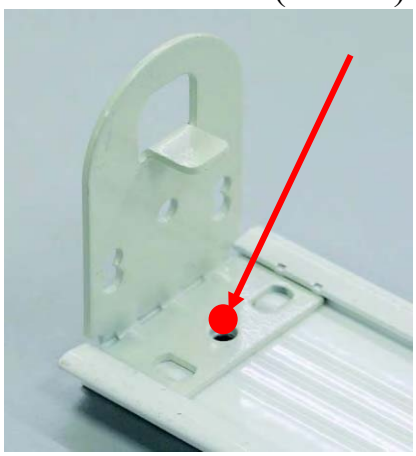
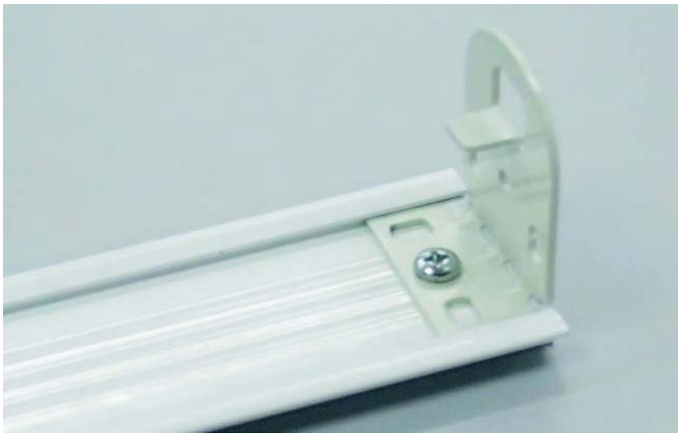

Рис.26
Рис.27
1. Вставить *кронштейн 36мм М, металл (310316-0000)* в монтажный профиль заподлицо с ним. Просверлить в центре отверстие сверлом ∅2, как показано на (**Рис.26**). Вкрутить шуруп 2,9х6,5 (**Рис.27**)